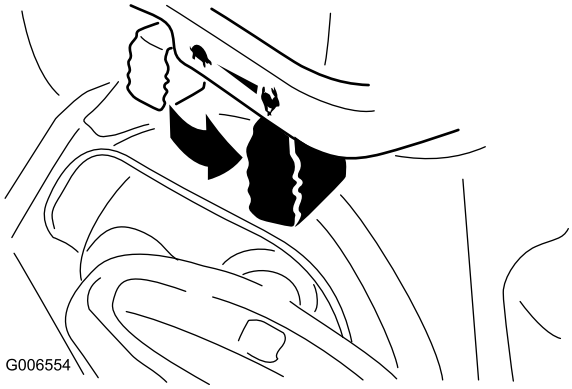

Figur 23
6. Flytta gasreglaget till det snabba läget (Figur 23).